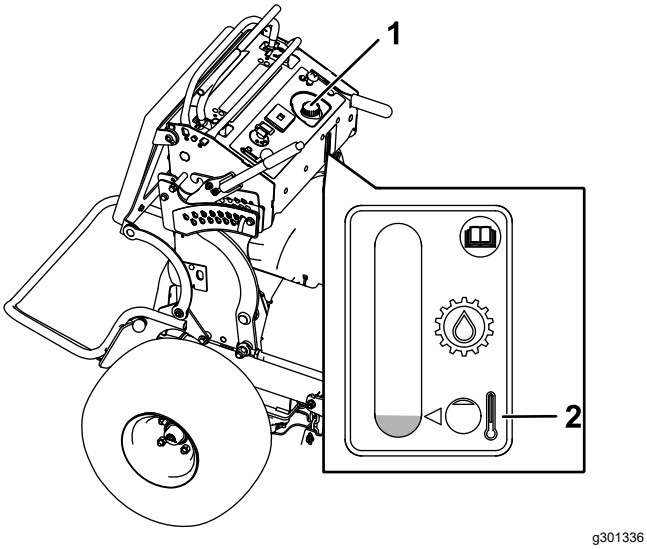

Figura 75
4. Limpie alrededor del cuello de llenado y el tapón del depósito de aceite hidráulico (Figura 75).
5. Retire el tapón del cuello de llenado (Figura 75).